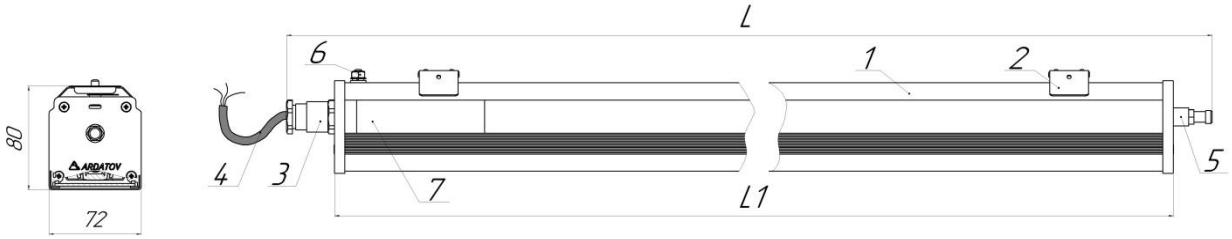

Рисунок 1 Внешний вид светильника
2.15. В светильниках с блоком аварийного питания (БАП) присутствует ручное тестирование аварийного режима: "Магнитный тестовый выключатель": включите светильник. Поднесите "Магнит неодимовый Е42 (М6) с крючком" (или аналогичный с силой сцепления не менее 60 кг) в плотную к корпусу светильника в районе крепления шильдика с маркировкой (см. рисунок 1). Источник питания светильника переключится в аварийный режим, напряжение на светодиодные модули будет подаваться от аккумулятора. Для возврата в рабочий режим отдалите магнит.